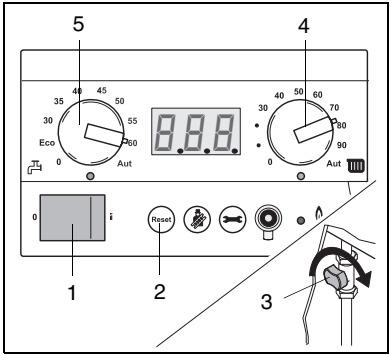

Afb. 7 BC10 (bedieningspaneel) en openen gaskraan
- Zet de aan-/uitschakelaar (afb. 7, pos. 1) in stand "**1**".
- Stel de max. cv-watertemperatuur in met behulp van de regelknop (afb. 7, pos. 4) en aan de hand van tabel 1 in.
- Stel de tapwatertemperatuur bij de **SmartLine Basic HRC** of de bewaartemperatuur in de externe boiler bij de **SmartLine Basic HR** in met behulp van de regelknop (afb. 7, pos. 5) en aan de hand van tabel 2 in.
- Open de gaskraan door de knop van de gaskraan zodanig te verdraaien dat deze evenwijdig staat ten opzichte van de gasleiding (afb. 7, pos. 3)
- Druk de resetknop (afb. 7, pos. 2) in.